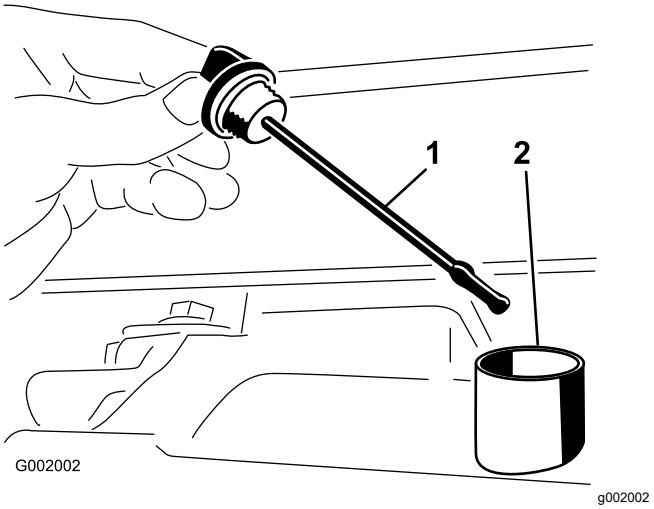

**Figura 55**
2. Remova a vareta de nível da transmissão e limpe-a com um pano limpo (Figura 55).